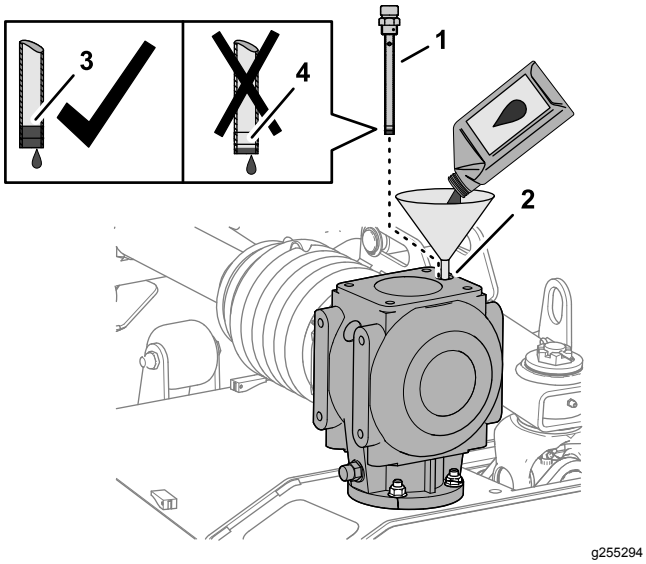

Figur 57
1. Tillsätt 1,064 l av angivet smörjmedel i växellådan genom mätstickans öppning (Figur 57).
2. Gänga fast mätstickan i öppningen, avlägsna mätstickan och kontrollera smörjmedelsnivån (Figur 57).
4. Gänga fast mätstickan i påfyllningsöppningen och dra åt mätstickan (Figur 57).